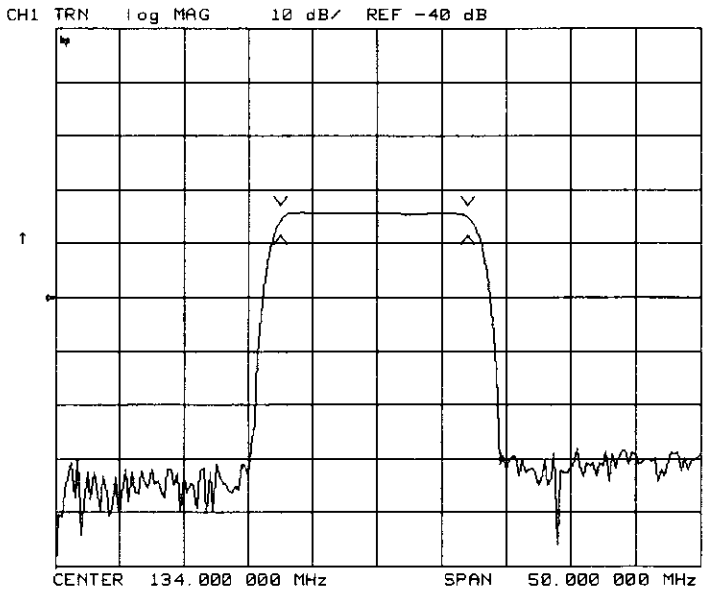

Figure 2-39. Example Single Points Limit Line
2. To designate a single point limit line, as shown in Figure 2-39, you must define two pointers;